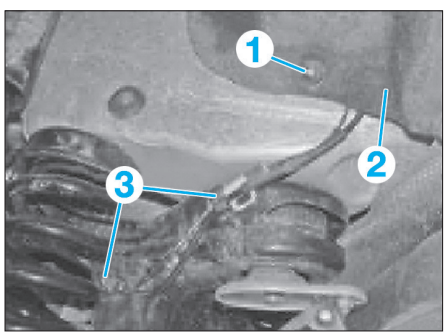

Fig. 41
• Déposer l'écrou (1) **(Fig.41)**.
• Tirer l'habillage de passage de roue (2) légèrement sur le côté.
• Dégager le câble (3) de ses supports.